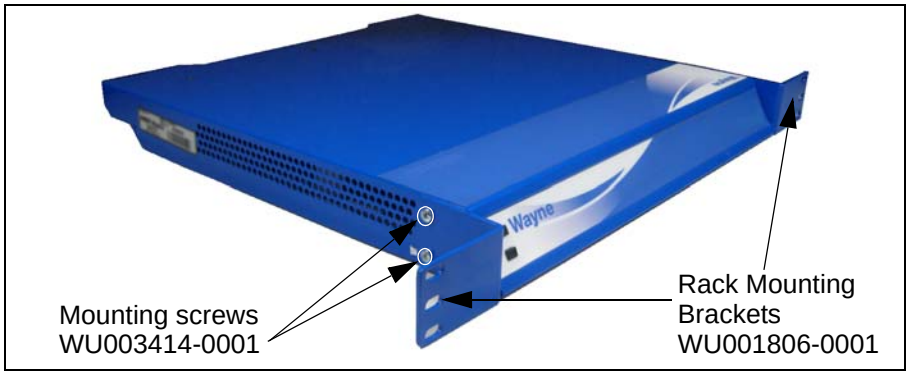

Figure 2-6 Rack Mount Bracket Kit PN WU005347-0001
1. Attach the rack mounting brackets (PN WU001806-001) to the iX Fleet fuel controller chassis with screws (PN WU003414-0001) as shown in Figure 2-6.